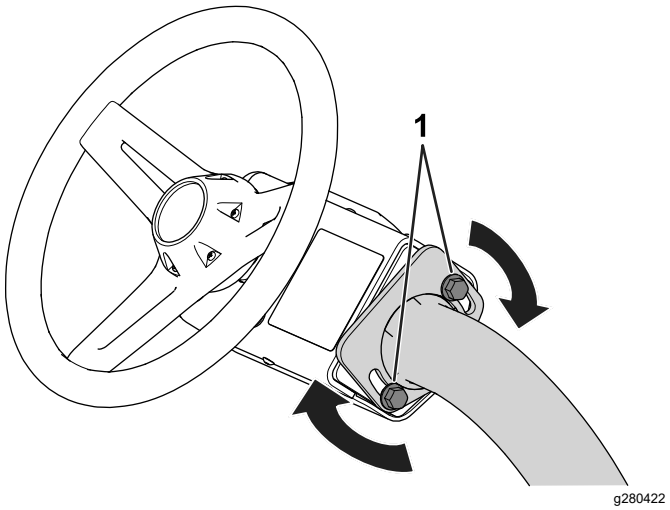

Figura 32
1. Afloje los pernos (Figura 32) que sujetan el conjunto del volante al brazo de dirección.
3. Apriete los pernos (Figura 32) para fijar el volante en la posición deseada.